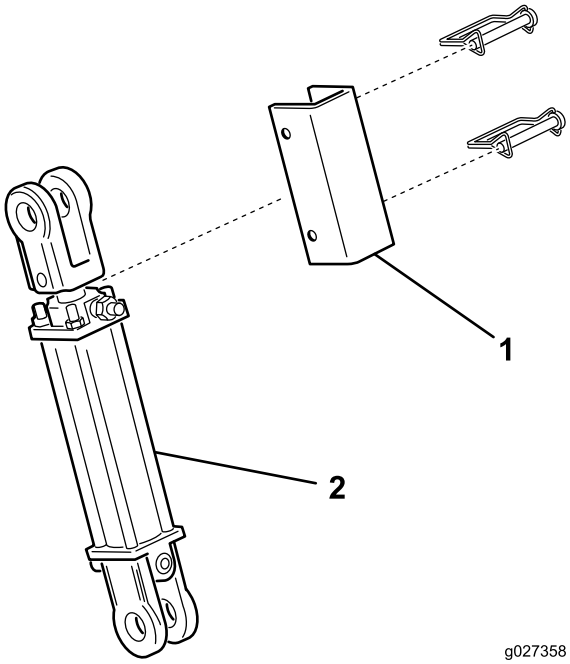

Figur 9
- Kontrollera att däcket är upphöjt och att svänghjulen inte kan vidröra marken under transport. Kontrollera även att cylinderns låsstag (Figur 9) sitter på plats för att förhindra att lyftcylindern trycks ihop under transport.